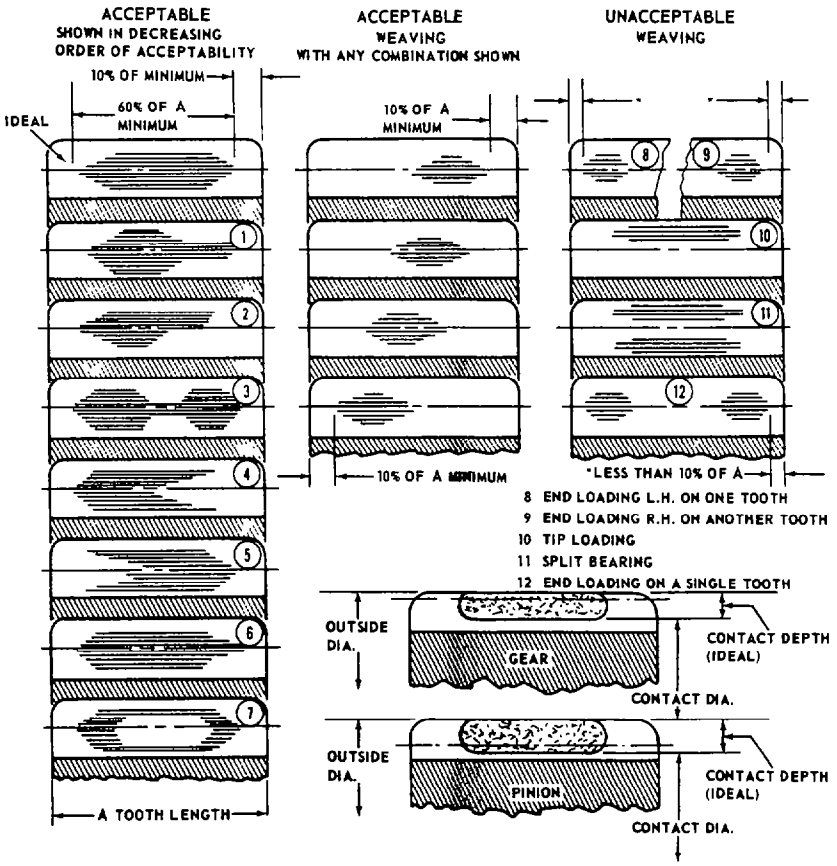

Fig. 340 — Tooth Contact Patterns
u. Rotate the bull gear in forward and reverse directions to determine the tooth contact pattern. The contact pattern must be within the limits shown in fig. 340 on both the drive and coast sides. Because there are no adjustments, if it is determined that the tooth contact pattern is not acceptable, both the bull gear and helical pinion shaft must be replaced as a matched set. After establishing the correct tooth pattern, the assembly of the differential is complete.